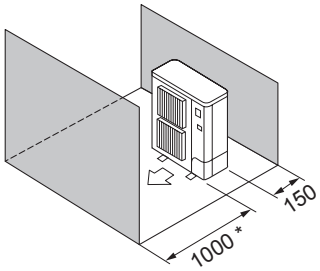

Fig. 2-11
(5) Obstacles uniquement à l'avant et à l'arrière (Fig. 2-11)